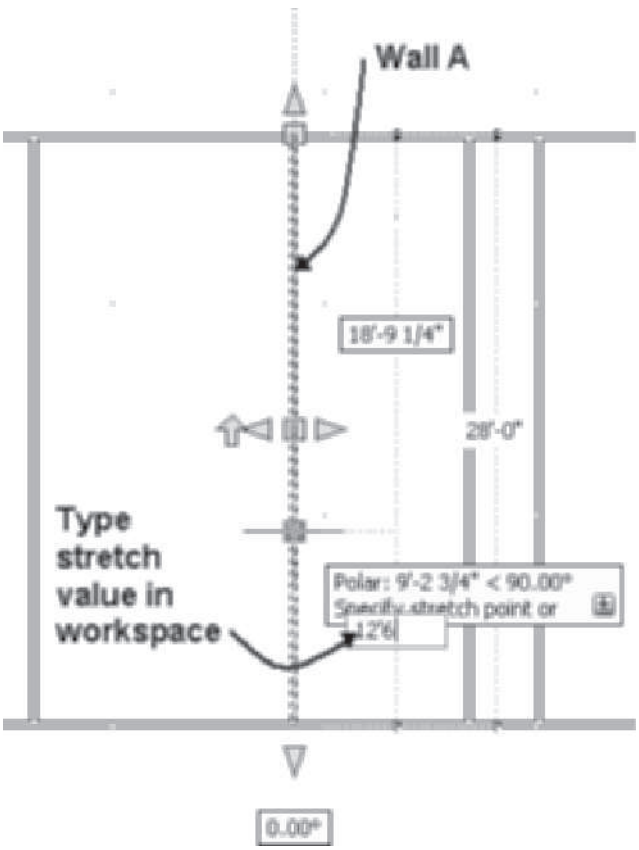

FIGURE 2.69 *Wall selected for grip edit*
12. Select **Zoom Extents** from the **Zoom** flyout of the Navigation bar. Select **Wall A** as shown in Figure 2.69.
13. To edit the length of the wall using grips, select the Start Grip (bottom square grip) of Wall A to make it hot, move the pointer up, and type **12'6 [3810]** ENTER, dynamically displayed in the tooltip, to stretch the wall up as shown in Figure 2.69.